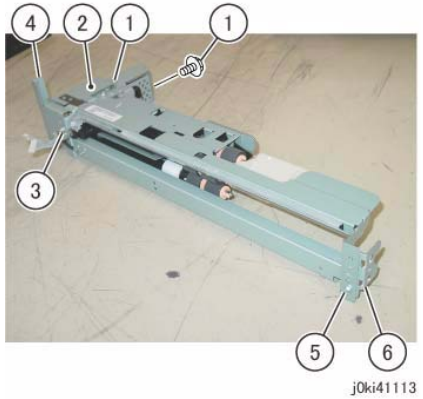

Figure 8 Remove the various Tray 4 Feeder Assembly parts
12. Remove the various parts from the Tray 4 Feeder Assembly. (Figure 8)